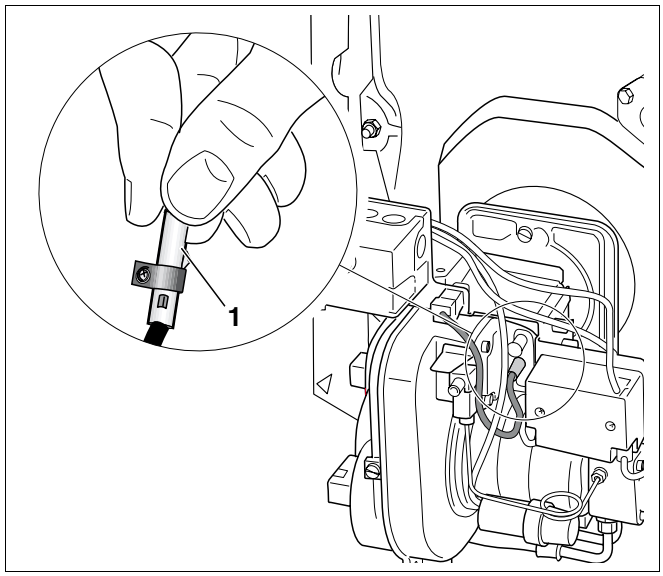

Рис. 11 Проверка работы датчика пламени
- При работающей горелке вынуть датчик пламени, взяв его за предусмотренную для этого ручку (рис. 11).
- Закрыть датчик пламени (рис. 11, **поз. 1**). После повторного запуска должно произойти отключение из-за неисправности.